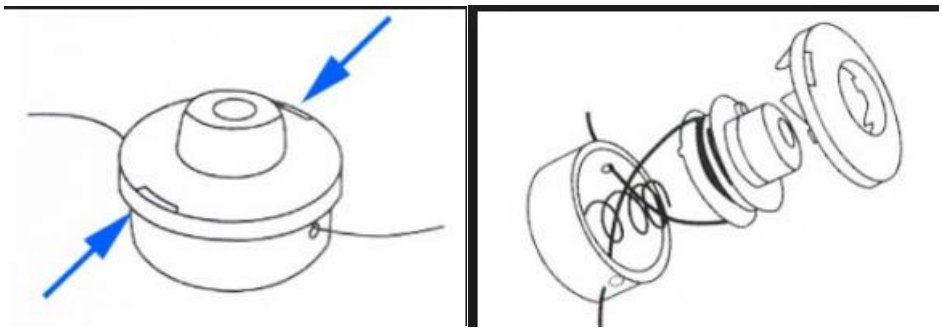

Rys. 21
1. Wciśnij szpulę w miejscu zaznaczonym strzałkami. Podnieś szpulę i wyciągnij ją z obudowy. Usuń i wyrzuć pozostałości żyłki ze szpuli. Rys.21